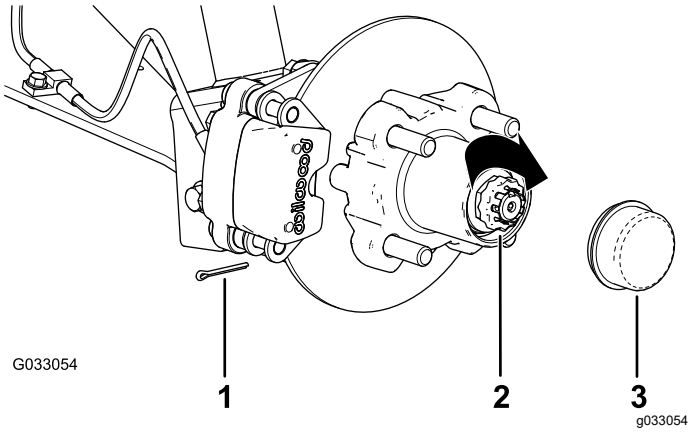

**Figur 35**
8. Montera hållaren över muttern och kontrollera inriktningen mellan skåran i hållaren och hålet i spindeln för saxpinnen (Figur 35).
9. Montera saxpinnen och böj benen runt hållaren (Figur 35).
10. Montera dammkåpan på navet (Figur 35).